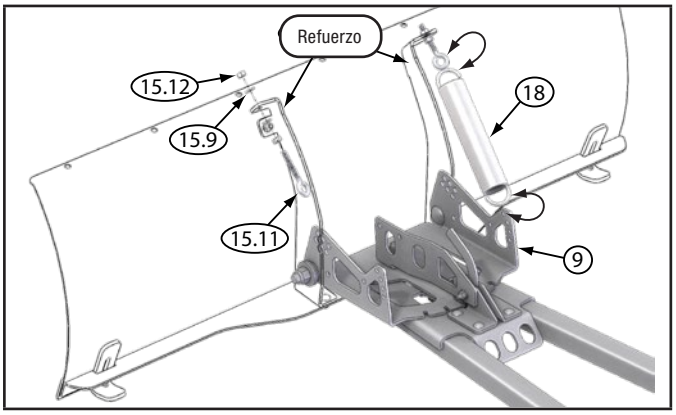

Figura 8 - Conjunto del resorte
6. Enganche los resortes del arado (18) en los orificios pequeños de la placa de pivote (9) en el lado trasero, como se muestra en la figura 8. Coloque las armellas (15.11) en el extremo de los resortes del arado usando una tuerca (15.12) y arandela (15.9), como se muestra en la figura 8. Deje la tensión del resorte floja ya que decidirá la tensión en el paso 9.